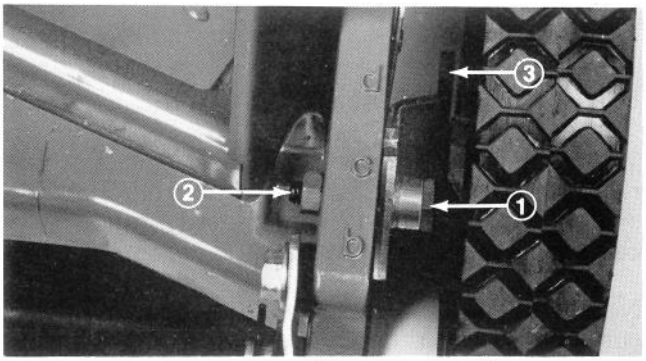

Figure 48
2. Loosen pivot bolt and lock nut (Fig. 48) until nut is at end of bolt.
4. When tab in pivot arm engages slot in spring arm, tighten pivot bolt and lock nut (Fig. 48).